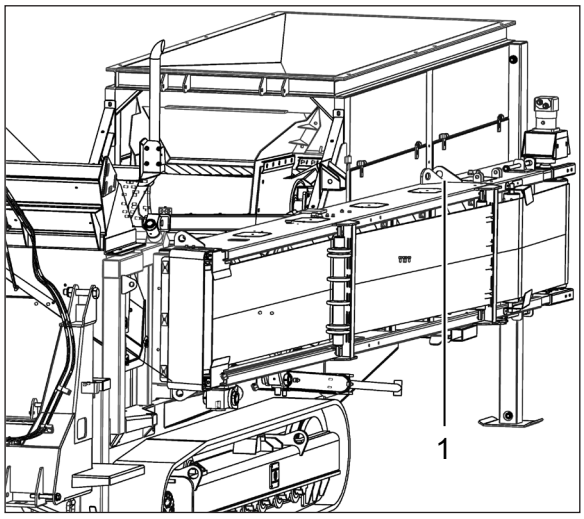

Figure 6.10 - Auxiliary Conveyor Transport Stays
2. Remove the transport stay (Item 1) from the auxiliary conveyor, Reference: Figure 6.10.